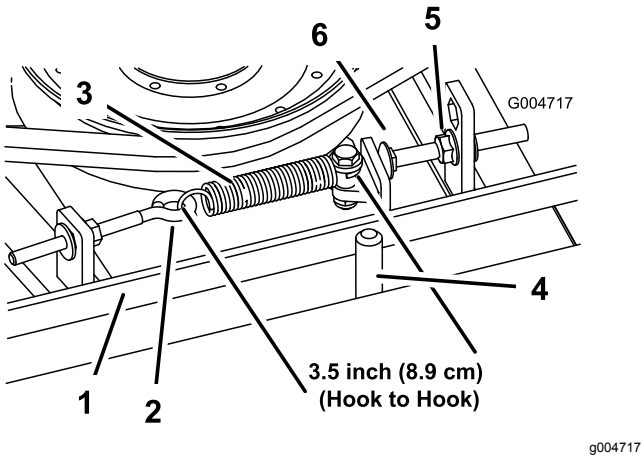

Figur 97
Når spenningen er korrekt, skal det innvendige målet til strekkfjæren (fra krok til krok) være ca. 8,27 til 9,53 cm. Når korrekt fjærspenning er oppnådd, juster stoppebolten (låsebolten) til det er ca. 1,7 mm til 4,732 mm klaring mellom boltens hode og lederullarmen (Figur 97).
Merk: Påse at remmen er plassert på fjærsiden av remføreren (Figur 97).
2. Løsne øyebolten slik at du kan fjerne fjærspringen (Figur 97).
3. Løsne flensmutteren som fester stoppebolten til monteringstappen, og flytt lederullen bort fra remmen for å minske remspenningen (Figur 97).
9. Koble til strekkfjæren (Figur 97) til øyebolten, og stram remmen som følger: